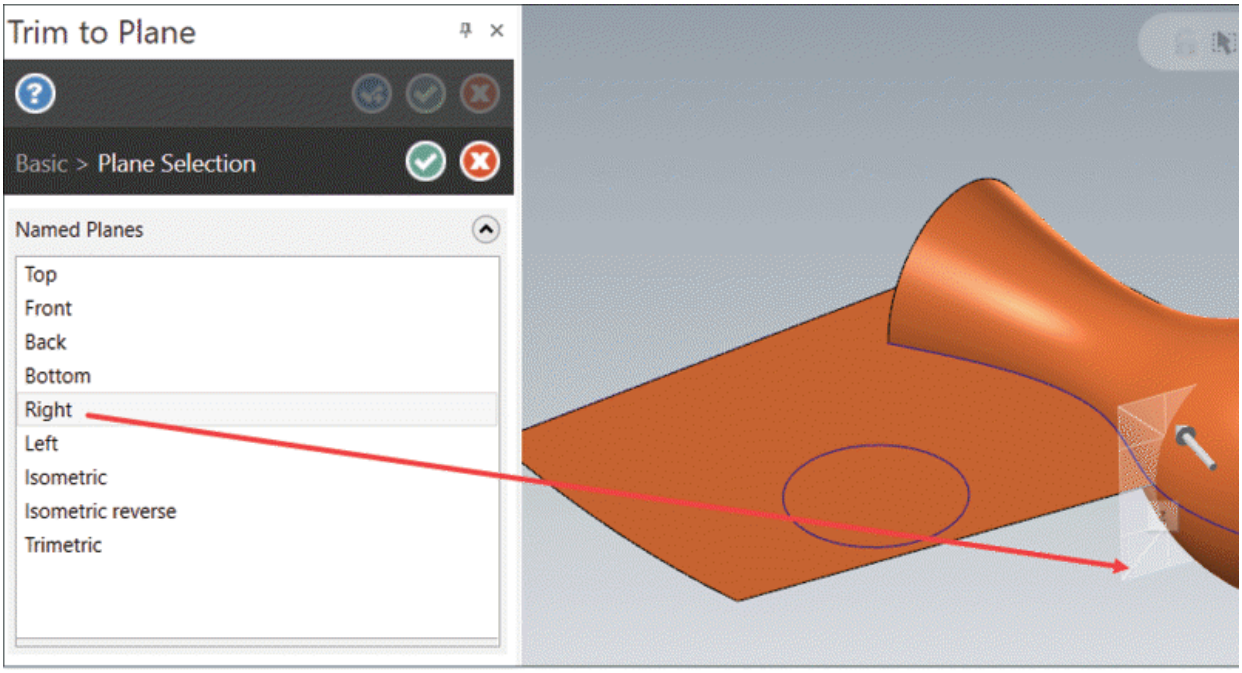

Figure-47. Plane selected or defined for trimming
- Select desired plane from the list to check preview of trimming; refer to Figure-47.